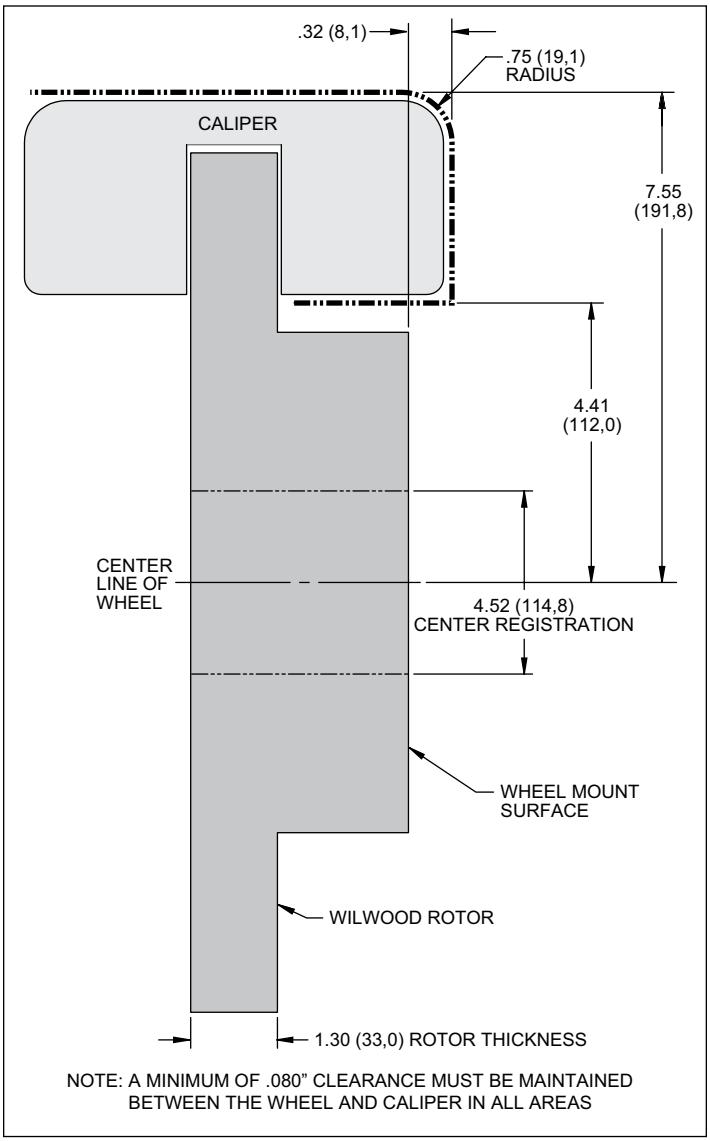

Figure 2. Wheel Clearance Diagram
- **Review the Wheel Clearance Diagram (Figure 2, page 3) to verify that there is adequate clearance with the wheels you will be using with the installation.**
Verify your wheel clearance using Figure 2.